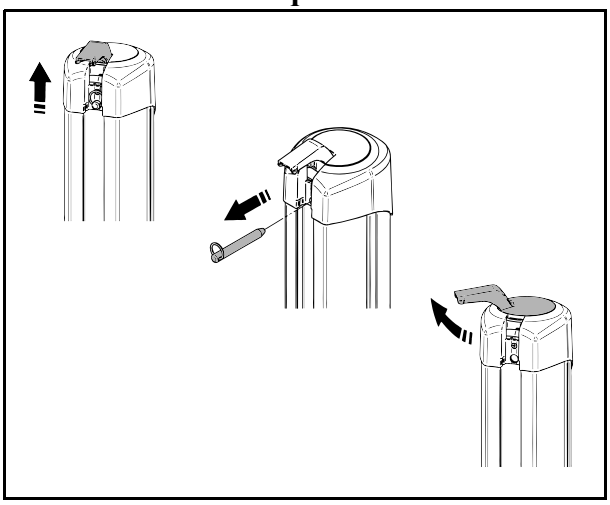

Fig. 7
1. Levez le levier d'arrêt d'urgence de couleur rouge (voir Fig. 7).